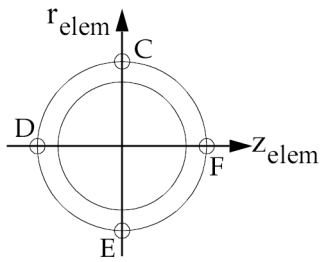

Figure 16-8. PBEND Circular Cross Section
RC	Radial offset of the geometric centroid from points GA and GB. See Figure 16-8. (Real)
ZC	Offset of the geometric centroid in a direction perpendicular to the plane of points GA and GB and vector v. See Figure 16-8. See Remark 8. (Real)
DELTAN	Radial offset of the neutral axis from the geometric centroid, positive is toward the center of curvature. See Figure 16-8. See Remark 8 . (Real; Default is described in Remark 4.)
7. If the circular cross-sectional property entry format is used, the stress points are automatically located at the points indicated in Figure 16-8.